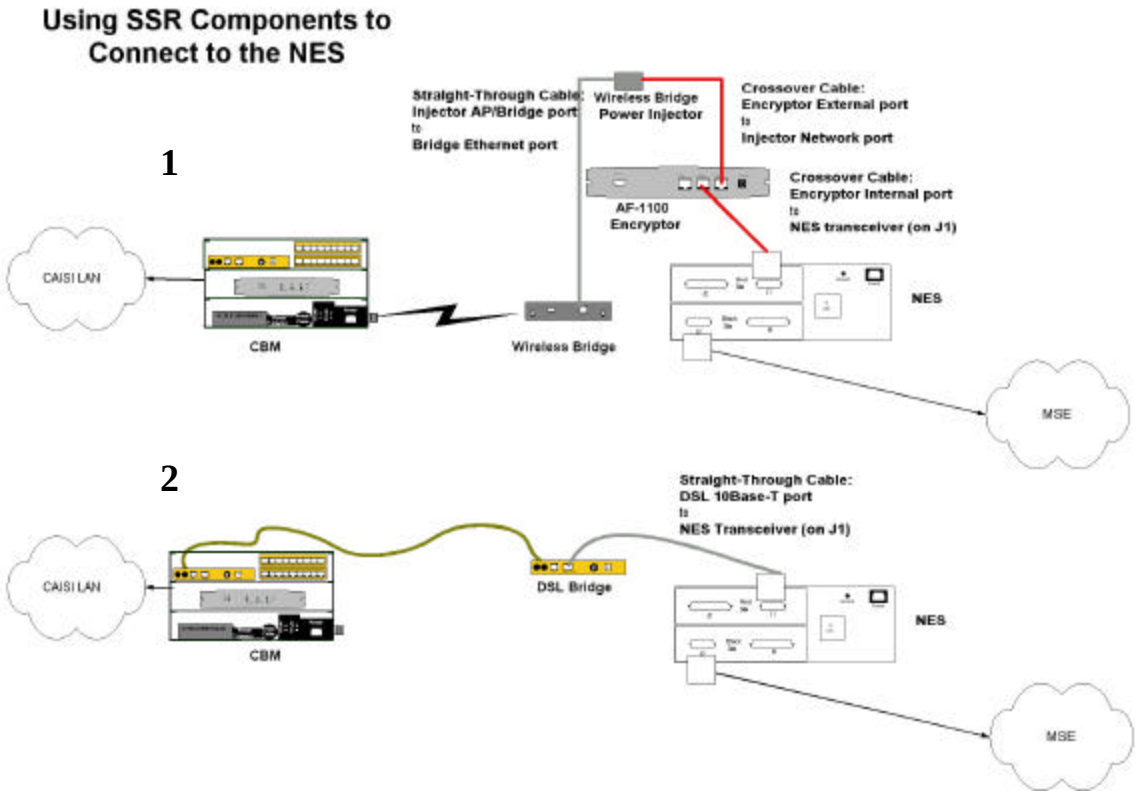

Figure 2-124 10Base-T Transceiver Used at the NES
Instead of using the root CBM or remote CBM to connect to the NES, the SSR Wireless Bridge or DSL bridge can be used. The transceiver is used as shown in Figure 2-124.
The radios in the two networks depicted in Figure 2-124 (Number 1) are all encrypted, although at different levels:
2.34.1 Connect SSR Wireless Bridge to the INE/NES. This procedure is illustrated as number 1 in Figure 2-124 and explained further in Table 2-54.
2.34.2 Connect SSR DSL Bridge to the INE/NES. This procedure is illustrated as number 2 in Figure 2-124 and explained further in Table 2-55).